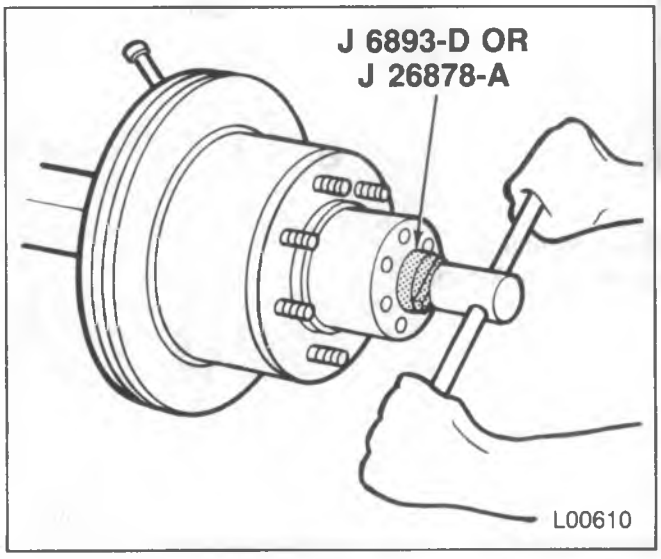

Figure 42 – Removing/Installing Locking or Adjusting Nut
3. Locking hub assembly (249).
4. Lock nut (250), ring (251) and adjusting nut (252).
- Use J 6893-D for V1 and V2 models (figure 42).
- Use J 26878-A for V3 models (figure 42).
5. Hub/rotor assembly (257).
- Outer wheel bearing (253) will slide off the spindle (265) ahead of the hub/rotor (257).
- Use a brass drift and hammer for the seal (260) and races (254 and 258).
- The inner bearing (259) and race (258) are behind the seal (260).